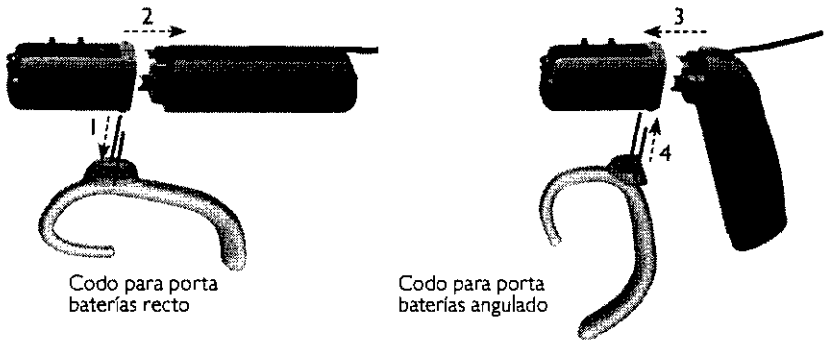

Fig. 11 Cambiando el porta baterías
4) Fije esta conexión mediante la inserción de los dos pines del codo para porta baterías angulado en los dos pequeños agujeros en la base de la unidad de control (ver ***Fig. 11***).